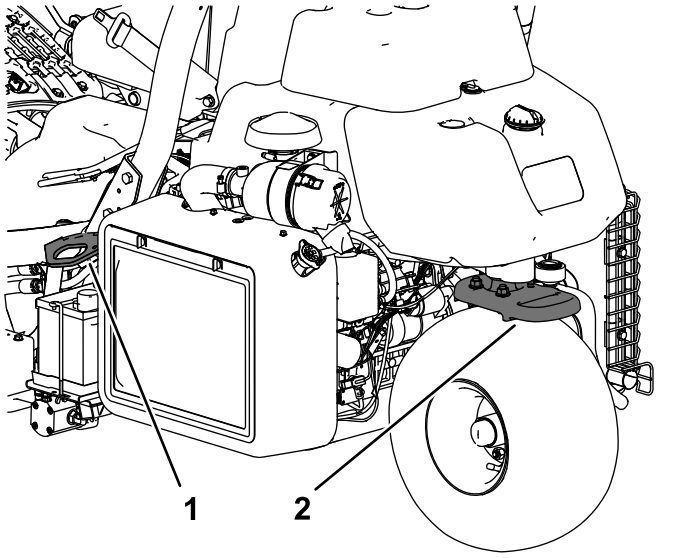

Figure 24
- Arrimez solidement la machine au moyen de sangles, chaînes, câbles ou cordes. Les sangles avant et arrière doivent être dirigées vers le bas et l'extérieur de la machine (Figure 24).